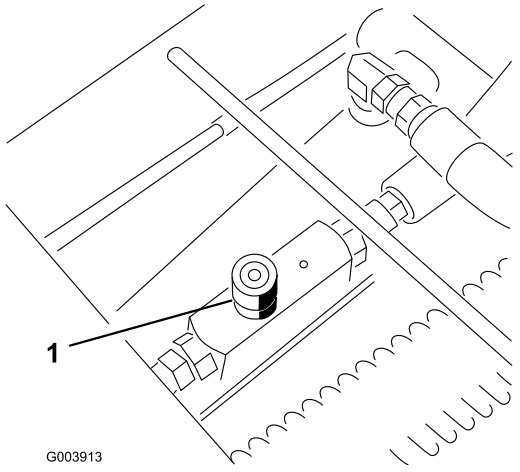

Figur 74
1. Find ventilen bag adgangspanelet over førerens platform (Figur 74).